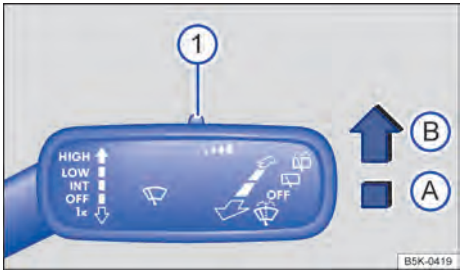

Fig. 77 A la derecha de la columna de dirección: palanca de los limpiacristales .
Presionar la palanca a la ubicación deseada→ fig. 77:
La sensibilidad del sensor de lluvia se puede ajustar manualmente con el conmutador en la palanca de los limpiacristales → fig. 77 (1) → ⚠.